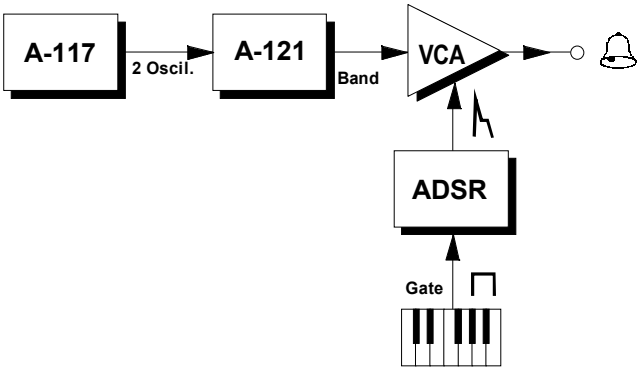

Fig. 4: producing a TR-808 cowbell sound.
To produce a sound like the TR-808's **cowbell**, use output ❹ (2 oscillators). Fig. 4 shows the relevant patch.